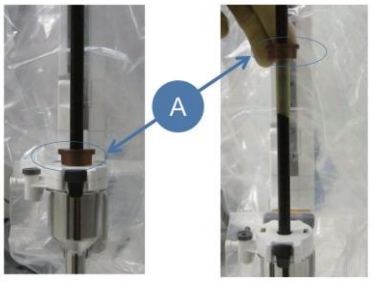

図 2：シャフト上部へのインストゥルメントイントロデューサの移動
(3) 容易に挿入できるよう、インストゥルメントイントロデューサを回しながらカニューラシールに挿入する。生理食塩水でカニューラシールを湿らせてもよい。
(4) 本品を「da Vinci Xi サージカルシステム」または「da Vinci X サージカルシステム」に装着後、インストゥルメントイントロデューサをカニューラシールから離れるようにスライドさせておく（図 2、A)。